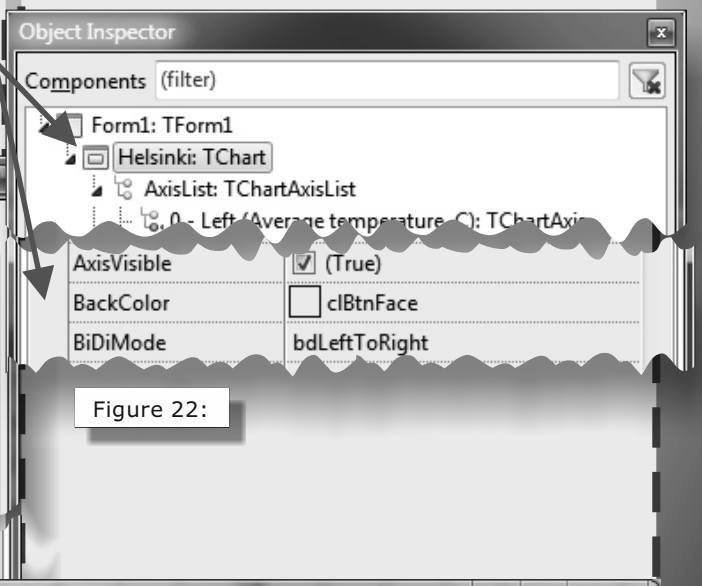

Figure 22:
- Give the chart area a white **background** color by changing the chart property **"BackColor".** *(See Figure: 22).*